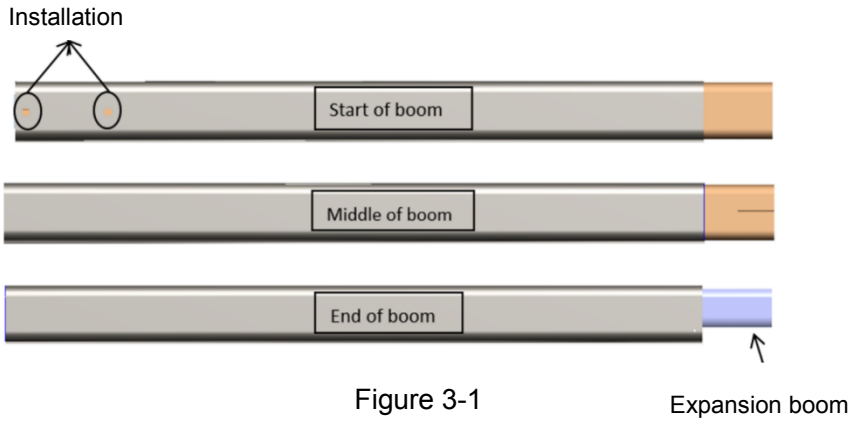

Figure 3-1
1) Take out the booms, as shown in the figure 3-1.